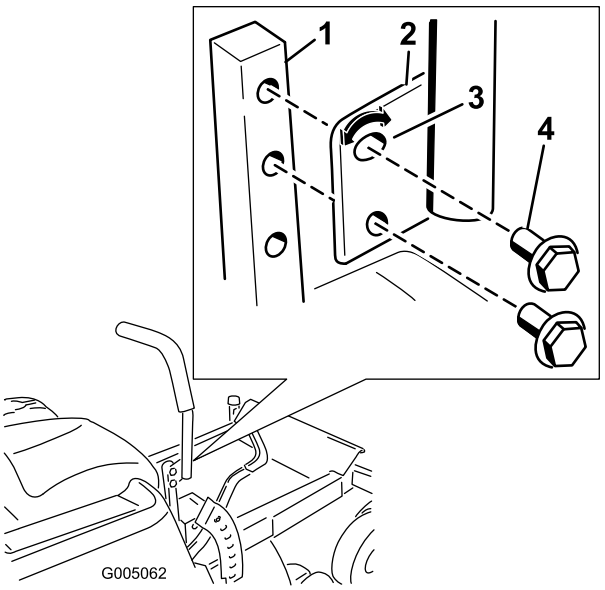

Figur 19
1. Fjern de to boltene som fester kontrollspaken til kontrollarmstaget (Figur 19).
2. Flytt kontrollspaken til neste hullpar. Fest spaken med de to boltene (Figur 19).
2. Løsne den nedre bolten akkurat nok til å dreie kontrollspaken frem- eller bakover (Figur 19). Stram til begge boltene for å sikre kontrollen i den nye posisjonen.